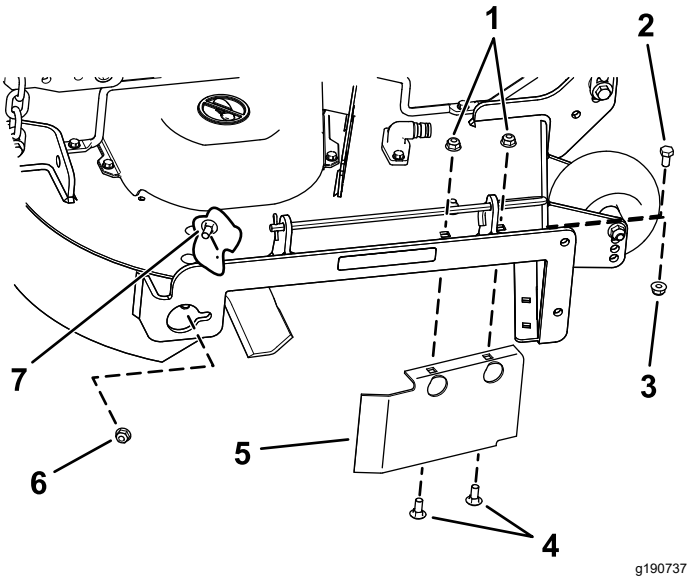

Figur 18
8. Lossa vagnskruven (5/16 x 3/4 tum) och låsmuttern (5/16 tum) som fäster skärmen vid klippdäcket på klippdäckets bakre vägg (Figur 18).
9. Leta reda på skärmskyddet vid sidoutkastaröppningens framkant (Figur 18).
10. Lossa de fästelement som fäster skärmskyddet och den högra skärmen vid klippdäcket (Figur 18).
13. Montera de fästelement som du tog bort tidigare i avlastningsplattans främre hål och däckets främsta hål (Figur 18).